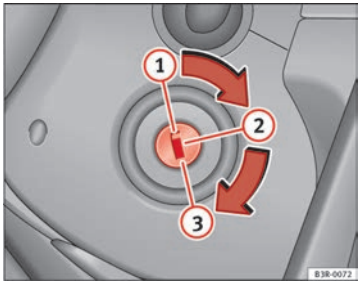

Fig. 148 Ignition key positions ▶
– Turn the ignition key to position (1) ⇒ fig. 148.